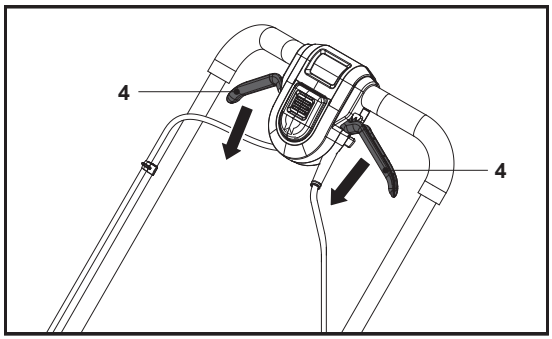

Fig. 15
Solte as alavancas de arranque (4) para parar o motor e a lâmina de corte (23) (Fig. 15).